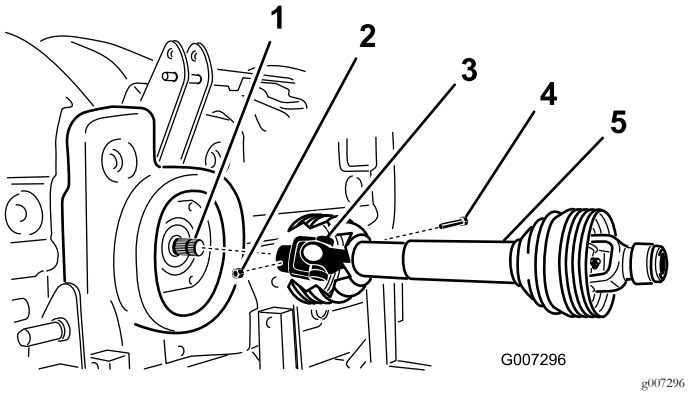

Figur 11
2. Anslut kraftuttagsaxeln till växellådans ingångsaxel med en bult på 1/2 x 3,00 tum och en mutter på 1/2 tum (Figur 11).